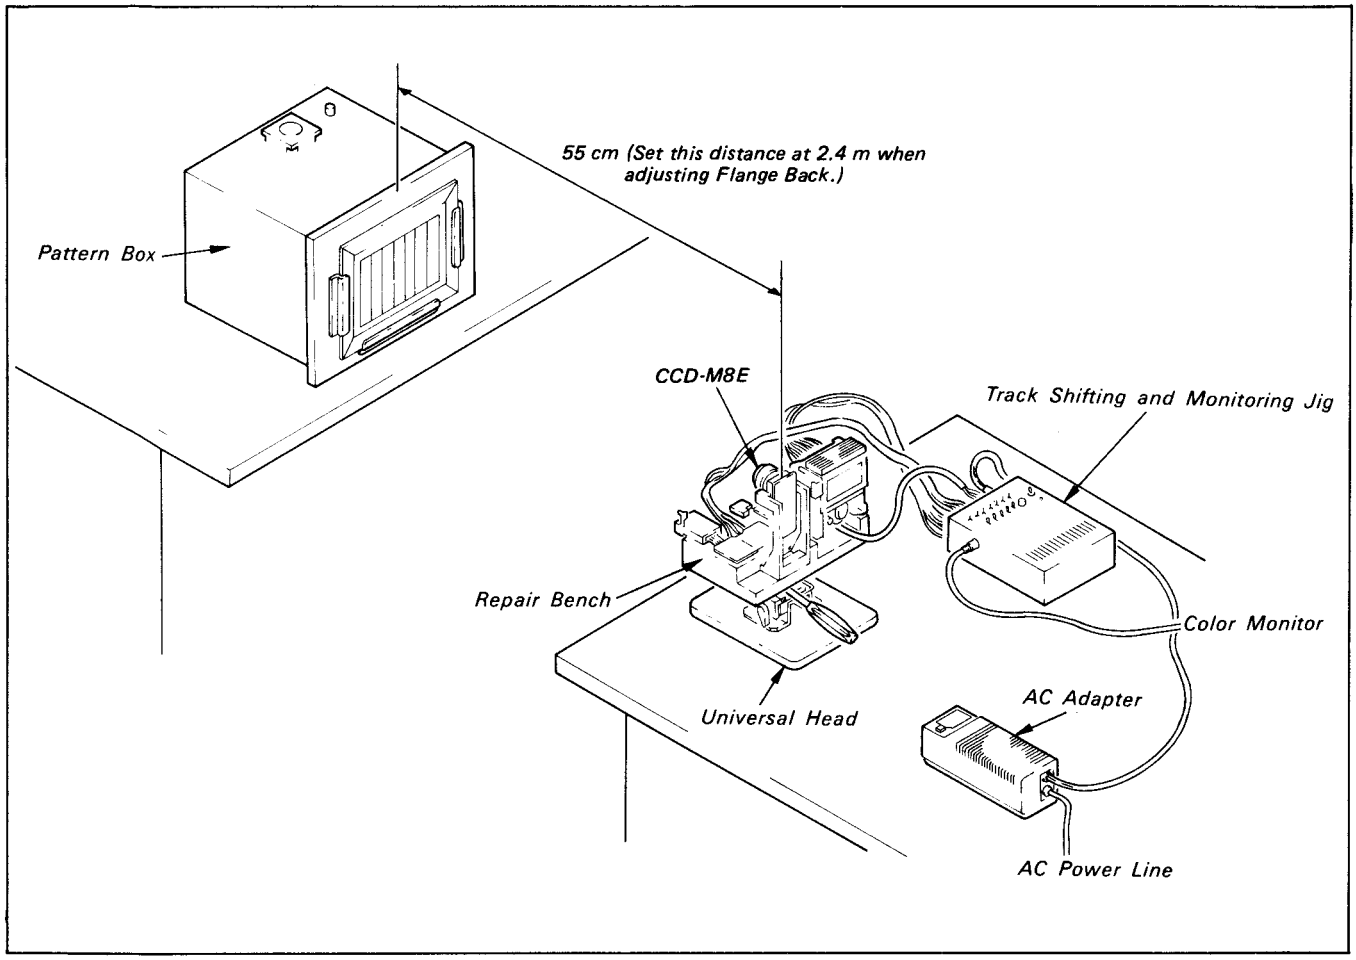

Fig. 1-8
1) Set CCD-M8E up as shown in Fig. 1-8, that has been set on M8 Repair Bench.